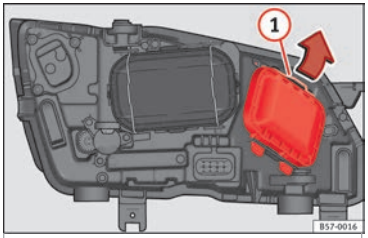

Fig. 104 In the engine compartment: remove the lid.
2. Move the loop ››› **Fig. 104** (1) in the direction of the arrow and remove the cover.